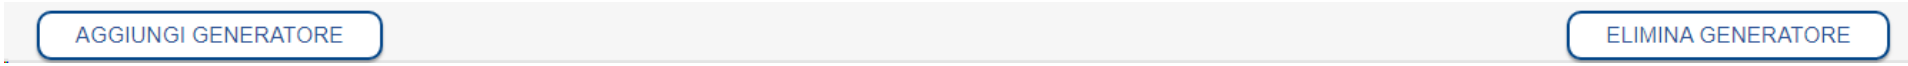

*Figura 27*
1) Portata termica suddivisa su più di un singolo generatore: inserire in sequenza tutti i generatori che compongono l'impianto con il pulsante *AGGIUNGI GENERATORE* (vedi Figura 27); una volta selezionato verranno visualizzati i campi delle sezioni D, E ed F riferiti al generatore aggiunto. Se ricorre la necessità di eliminare un generatore, con il pulsante *ELIMINA GENERATORE* si elimina l'ultimo generatore aggiunto (vedi Figura 27).